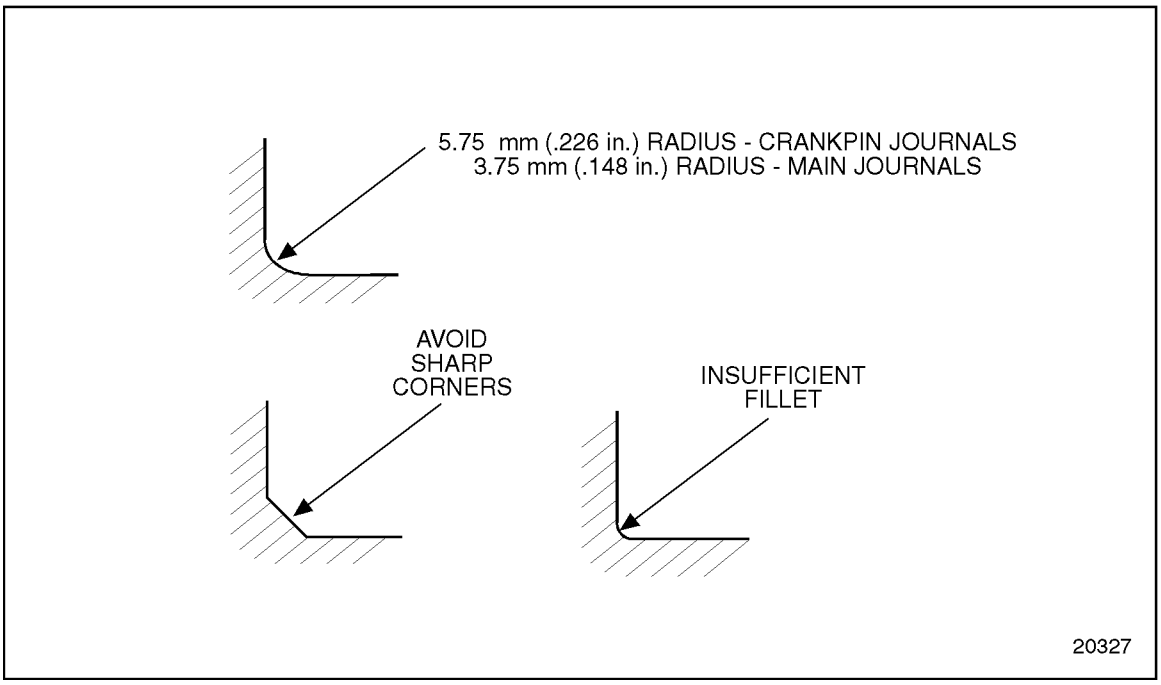

Figure 1-529 Crankshaft Journal Fillets
6. The radius may be checked with a fillet gage. See Figure 1-529.